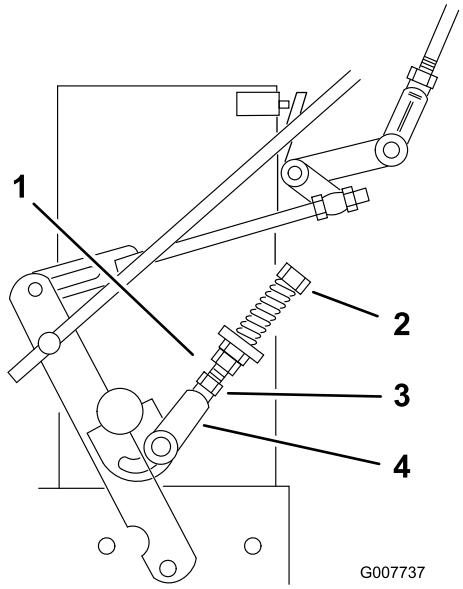

Figura 32
9. Si la rueda gira mientras sujeta la palanca de avance en punto muerto, los acoplamientos del control de punto muerto deben ser ajustados (Figura 32). Si la rueda se detiene, vaya al paso 12.
10. Afloje la tuerca de la horquilla del acoplamiento del control de punto muerto (Figura 32).
11. Ajuste el acoplamiento del control de punto muerto hasta que la rueda motriz correspondiente deje de girar con la palanca sujetada contra el muelle de punto muerto (posición de punto muerto) (Figura 32).
12. Gire el perno de ajuste 1/4 de vuelta aproximadamente en el sentido de las agujas del reloj si la rueda gira hacia atrás, o 1/4 de vuelta aproximadamente en el sentido contrario a las agujas del reloj si la rueda gira hacia adelante (Figura 32).